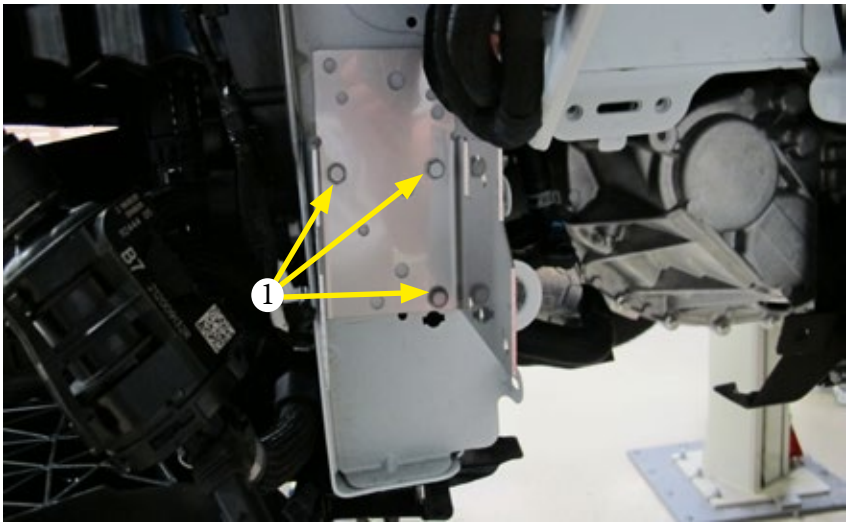

Fig. 9
1. Fit the bracket as shown in Figure 9. Mark out in the holes where the screws in the picture are located. Pre-drill with 3.5mm drill bit. Mount the bracket with 3 self-drilling screws 6.3x22mm.